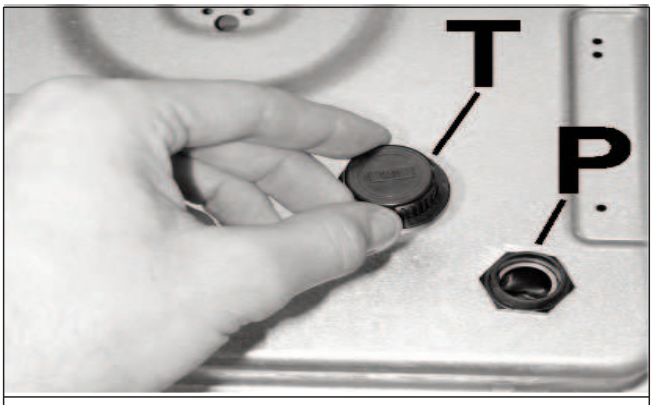

FIG. 12
- Skruva ur locket för tändningen “T” (se fig. 12) och sätt in ett batteri på 1.5 V (medlevereras inte) med pluspolen vänd inåt. Skruva tillbaka locket.